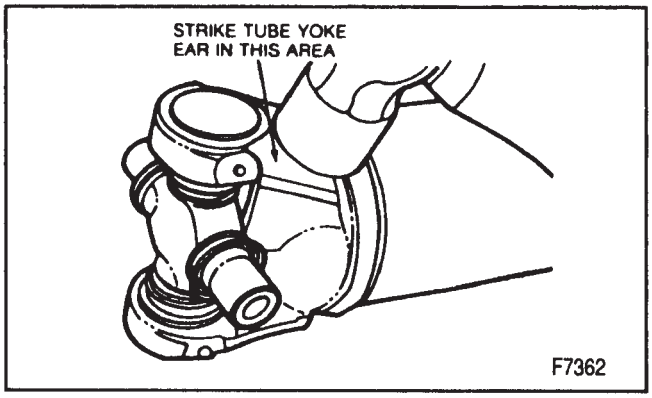

Figure 13—Seating the Universal Joint Snap Ring
- If difficulty in seating the retainer is encountered, the yoke can be sprung slightly with a firm blow from a dead blow hammer (figure 13).
4. Bearing retainer in the retainer groove (figure 13).